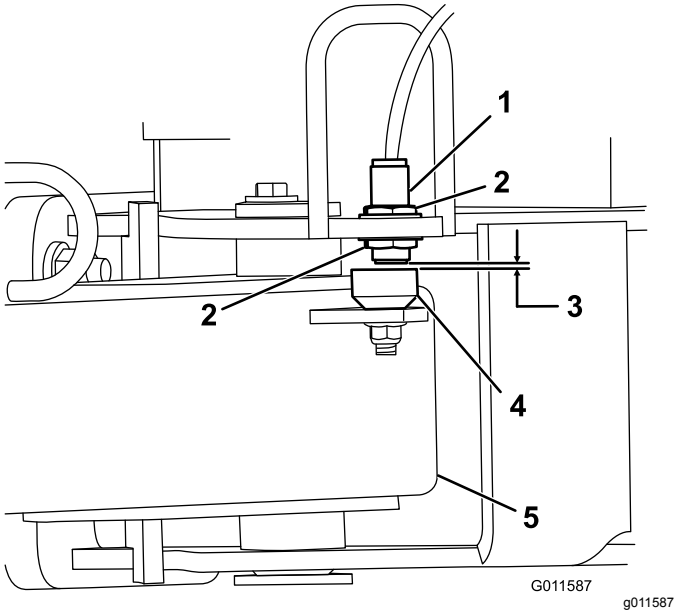

Figuur 4
5. Draai de contramoeren los waarmee de magnetische schakelaar aan het frame is bevestigd en breng de schakelaar omlaag tot deze zich op 2,6 tot 4,0 mm van de detectieplaat op de trekhaakkoppeling (Figuur 4) bevindt. Draai de contramoer vast om de afstelling te borgen.